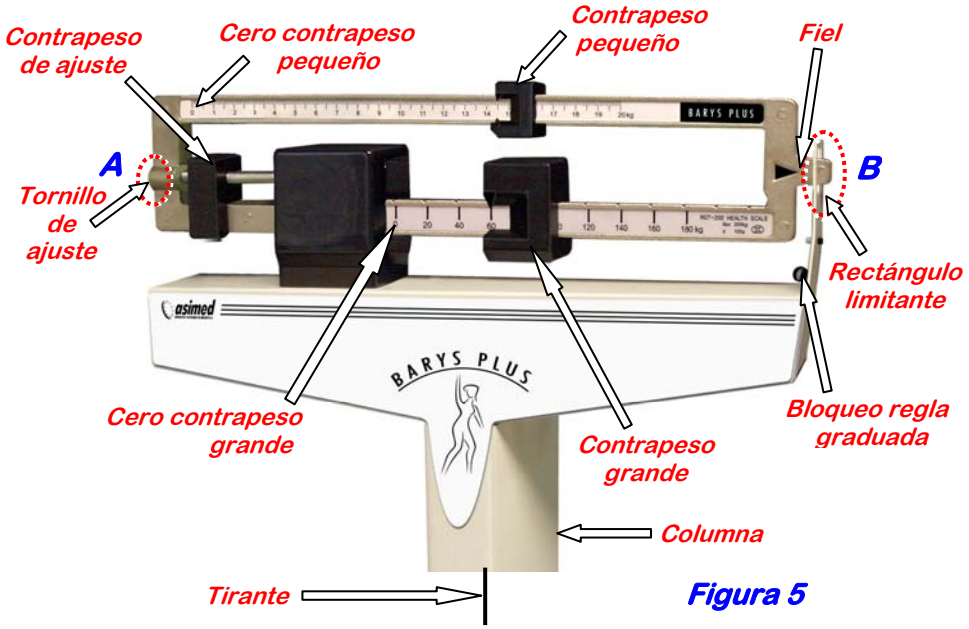

Figura 5
3. Sin ningún peso sobre la báscula, coloque ambos contrapesos en los ceros correspondientes *(figura 5)*. El fiel debe moverse libremente hacia arriba y hacia abajo y no llegar a tocar en ningún extremo del rectángulo limitante *(figura 5, detalle B)*.
Para lograr ajustar el Contrapeso Móvil, mueva el Tornillo de Ajuste con la ayuda de un destornillador *(figura 5, detalle A)*.